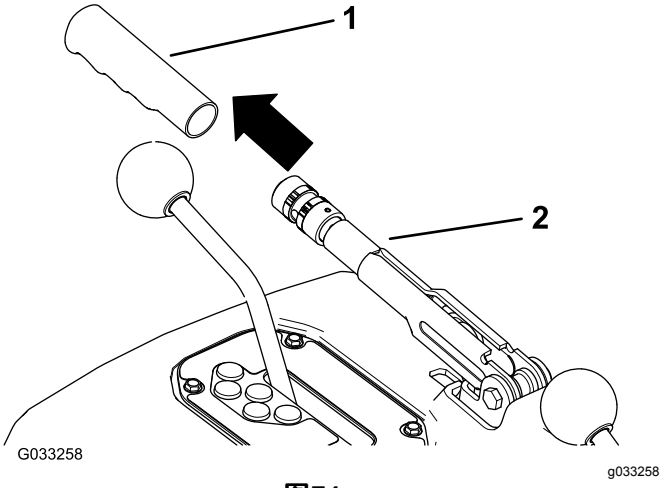

图74
1. 从手刹操纵杆上卸下橡胶握把图74。
5. 将橡胶握把装回手刹操纵杆图74。